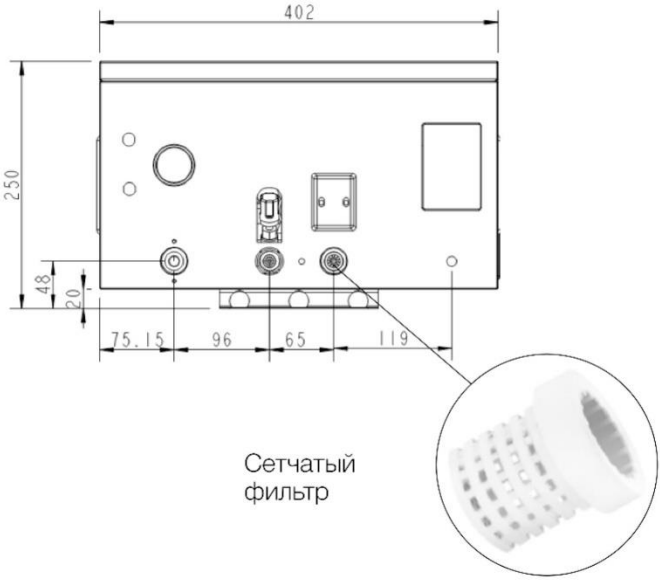

Рис. 13. Сетчатый фильтр
- Открутите трубу обратной линии и достаньте сетчатый фильтр из патрубка котла (см. Рис. 13).